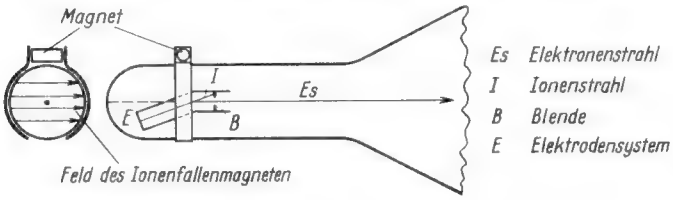

Bild 13. Fokussierung durch eine Ionenfalle
b) Schrägstellung des Elektrodensystems (Bild 13).
Das Elektrodensystem ist geknickt. Über den Hals der Bildröhre ist ein Ionenfallenmagnet geschoben. Sein Feld steht im Längsschnitt von Bild 13 senkrecht zur Zeichenebene. Nach der rechten Hand-Regel gelingt es dem schwachen Magnetfeld, die Elektronen so abzulenken, daß sie durch die Blende B hindurch zum Bildschirm gelangen können. Die schweren Ionen erfahren keine bzw. keine merkliche Ablenkung und werden von der Blende B aufgefangen.